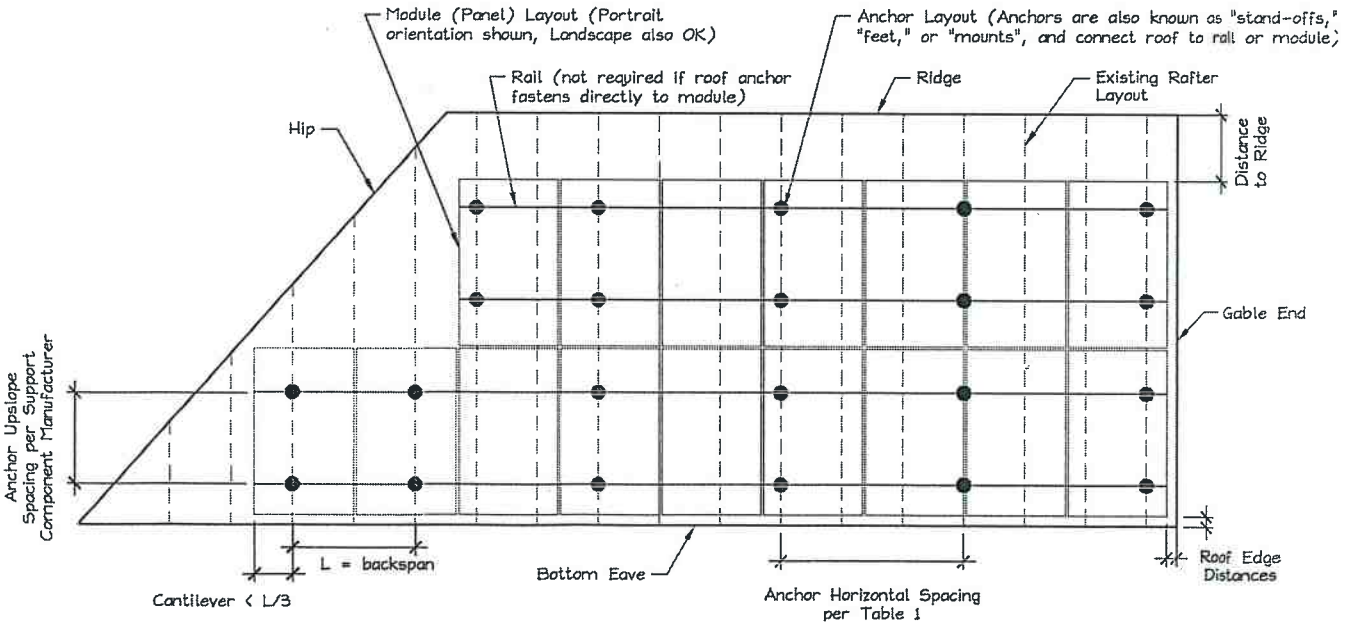

Figure 2. Sample Solar Panel Array and Anchor Layout Diagram (Roof Plan).
E. Is a roof plan of the module and anchor layout attached? (see Figure 2) ☐ Y ☐ N
1) Proposed anchor horizontal spacing (see Figure 2): ____' - ____"ft-in
1. Anchors are also known as "stand-offs", "feet", "mounts" or "points of attachment". Horizontal anchor spacing is also known as "cross-slope" or "east-west" anchor spacing (see Figure 2).